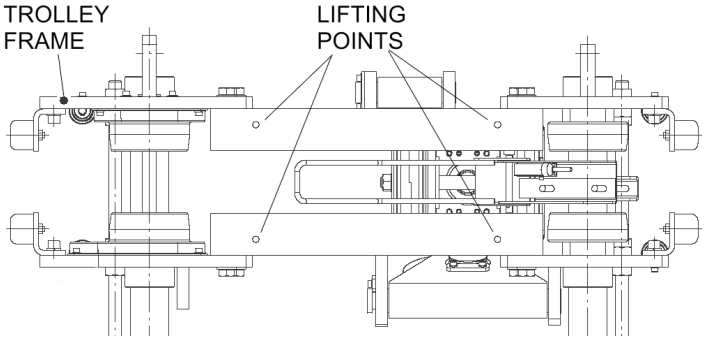
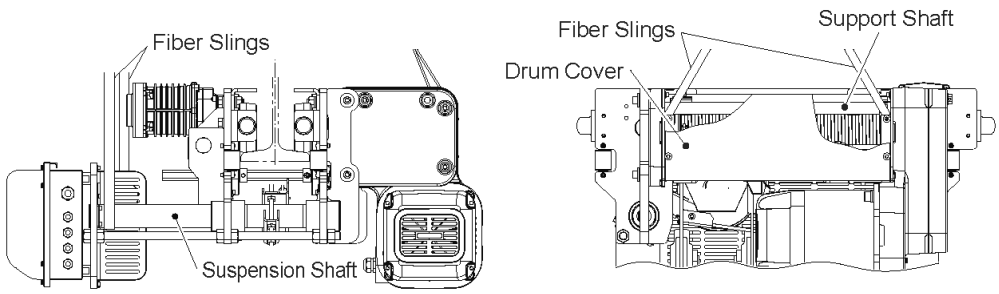

Figure 3-2 Lift Points for Trolley Hoist, 4 places. (M12mm Lifting Lugs Included)
Figure 3-3 Sling Lifting Method
3.2.2 Lift points – When a pallet is not practical, use of the RY lifting points or the trolley frame is acceptable. The RY trolley hoist is equipped with threaded lifting lugs in the horizontal tubes (see **Figure 3-2** and **Figure 3-3**). While lifting do **NOT** support the trolley hoist any other way.